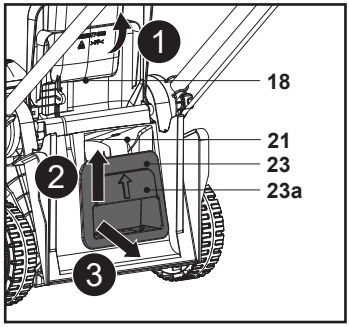

**Rys. 15**
8. Unieść zagłębiony uchwyt (23a) i wyciągnąć wkładkę mulczującą (23) z tylnej rury wylotowej (21), a następnie wyjąć wkładkę mulczującą (23) (rys. 15).